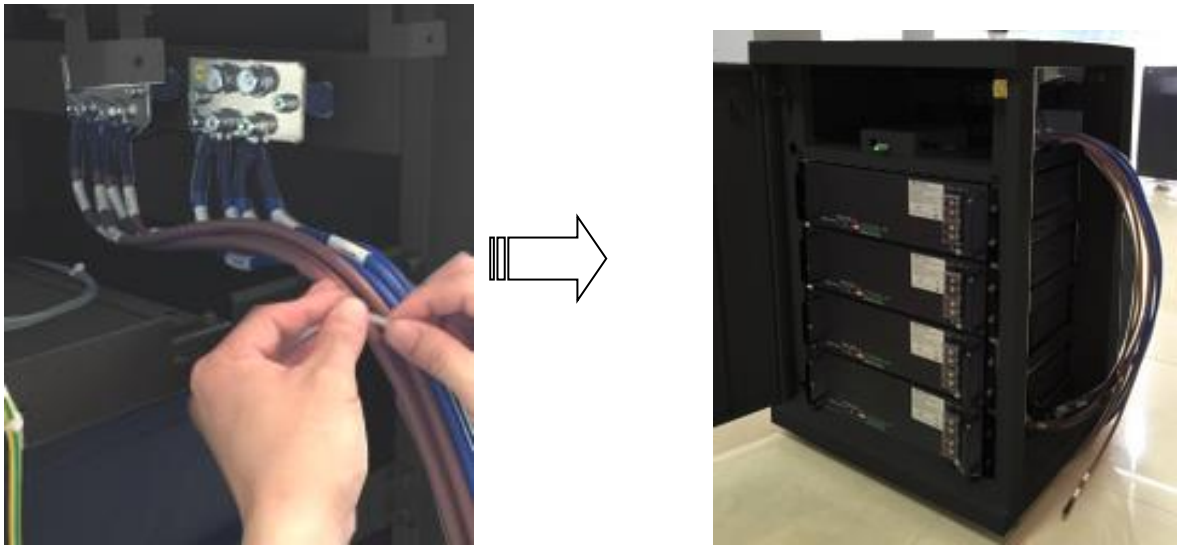

Abbildung 16: Befestigen der Kabel an den Gehäuseanschlüssen B+ und B- für eine B-Box 10.0 mit 4 Modulen
- ✧ B-BOX 10.0: Vier positive und vier negative Kabel an jeweils entsprechende positive und negative Anschlussstellen anschließen. (siehe und vergleiche Abbildung 16 oben)